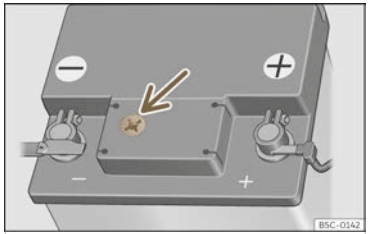

Fig. 244 Sight glass on the top of the 12 volt battery (schematic representation).
- Check the colour display in the sight glass on the top of the battery ››› Fig. 244.